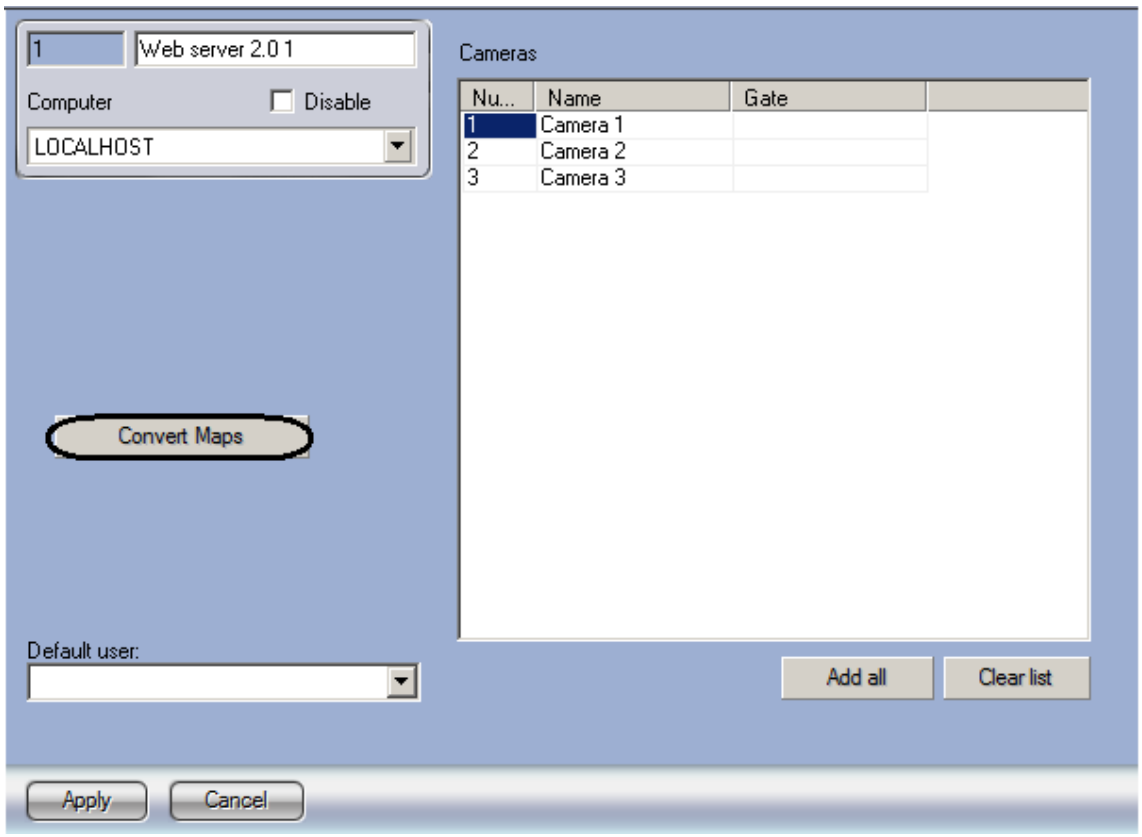

Figure 8.16-10 The settings panel for the "Web-server 2.0" object
1. Go to the settings panel for the “Web-server 2.0” object (Figure 8.16-10).
2. Click the "Convert Maps" button (Figure 8.16-10).